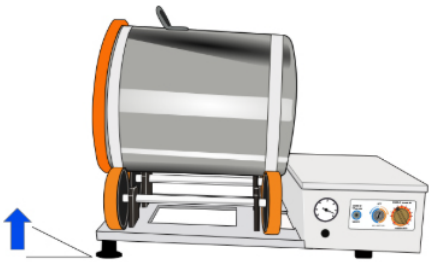

Fig. 6 AJUSTE CONTRA DESPLAZAMIENTO
- Usando un cepillo de cerdas suaves (no proporcionado) y detergente adecuado, limpie muy bien entre los pernos y la pared del tanque para eliminar restos o excedentes de comida. (Ver Fig. 6)